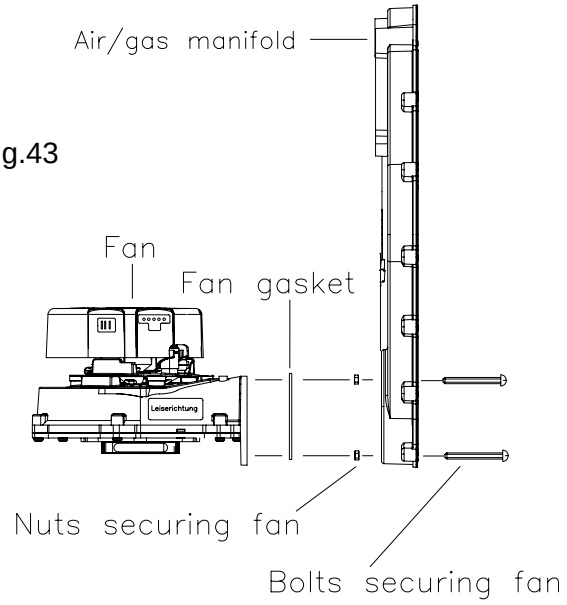

Fig.43
8.4.4 To separate the fan from manifold remove the two retaining bolts and the three screws retaining the air/gas mixture plate (Fig. 43/44).